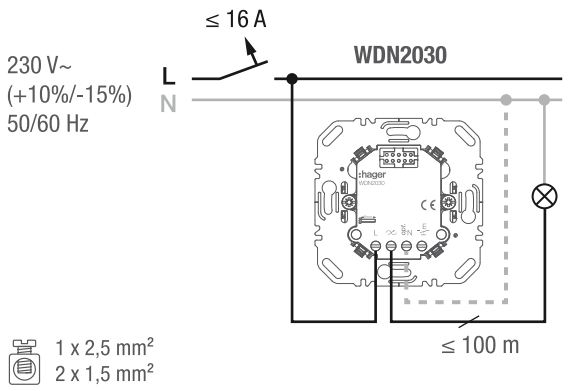

Bild 2: Anschlussbild
1. Gerät gemäß Anschlussbild anschließen (Bild 2, 3 oder 4).